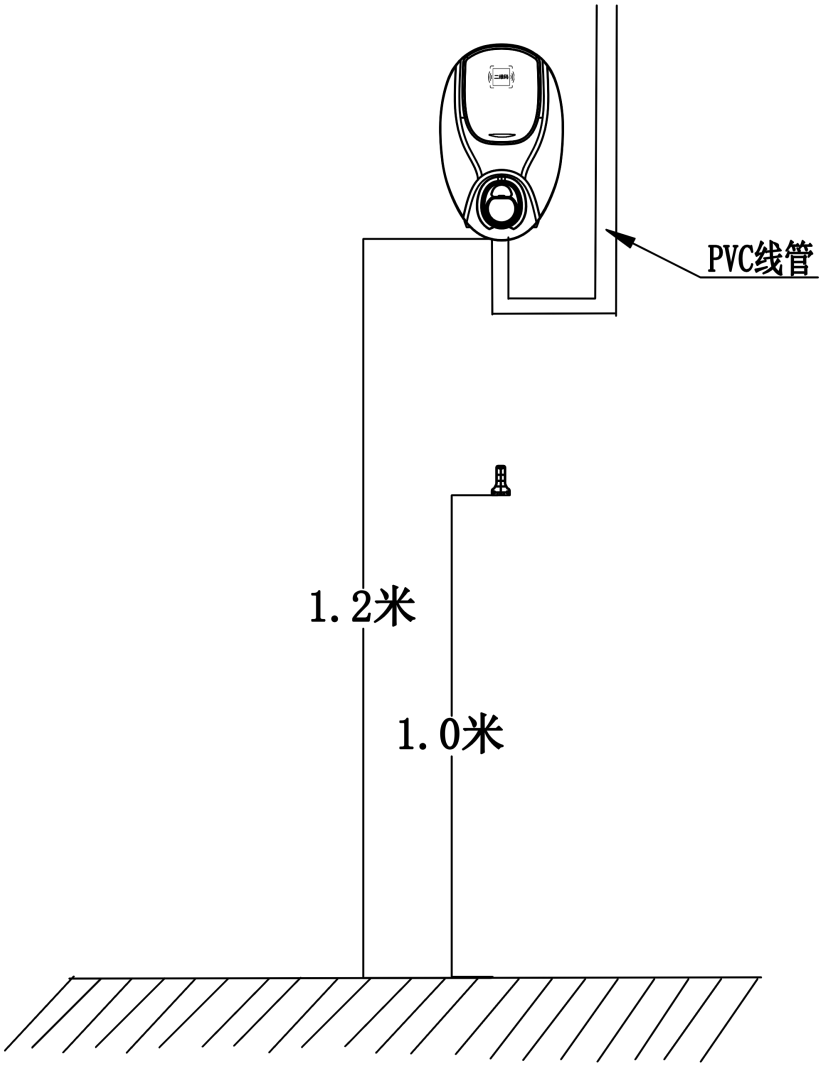

图 14
3、最后用一组 3*6mm²的电线套上 PVC 管从配电箱接入充电桩机箱内，并连接设备对应的接线端子，如图 14。